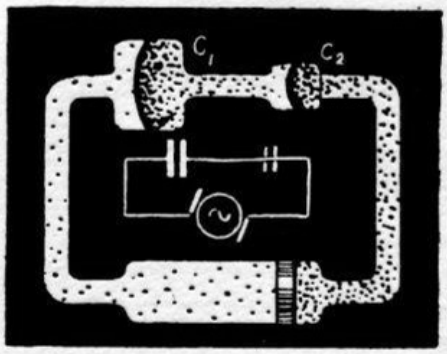

Fig. 14. Serie-schakeling van condensatoren.
W. — Ik zie, dat het absoluut vergeefs is een beroep te doen op je wiskundig gevoel. Kijk (fig. 14), deze twee condensatoren C_1 en C_2 staan in serie geschakeld. Zooals je ziet, heeft C_2 een geringere capaciteit dan C_1, want het membraan is kleiner. De hoeveelheid vloeistof, die de zuiger kan verplaatsen, wordt vooral beperkt door C_2. Wat C_1 aangaat, die veel meer zou kunnen bergen, hij zal niet meer kunnen verzamelen dan C_2 doorlaat, zelfs nog iets minder vanwege de spanning van zijn eigen membraan. Dus in serie is de capaciteit van het stelsel C_1 plus C_2 kleiner dan de capaciteit van C_2 zelf.